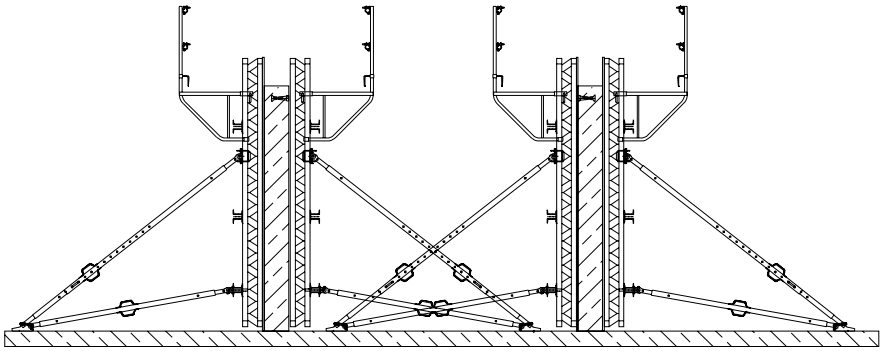

Abb. A4.01
1. Wandschalung für ersten Wandabschnitt stellen (Abb. A4.01).